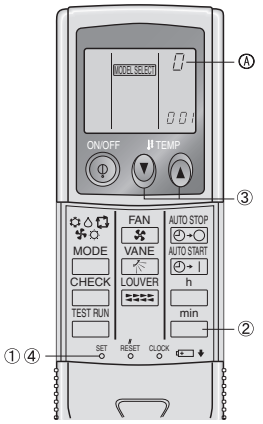

Fig. 6-9
3) Attribution d'une télécommande sans fil infrarouge à chaque appareil (Fig. 6-9)
4) Réglage du numéro de paire de télécommande sans fil infrarouge (Fig. 6-9)
① Appuyer sur le bouton SET à l'aide d'un objet pointu.